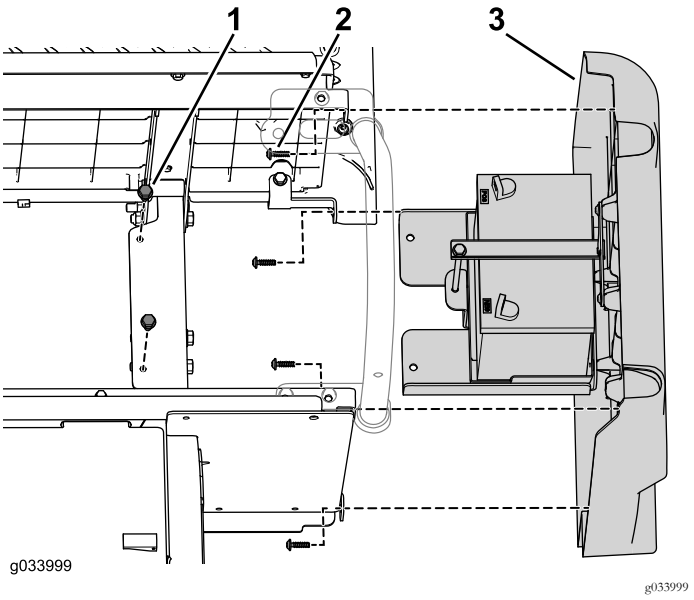

Figure 5
2. Retirez les 2 boulons à embase qui fixent le support de la batterie au châssis (Figure 5).
3. Retirez les 4 vis qui fixent le panneau de droite à l'ensemble siège inférieur (Figure 5).